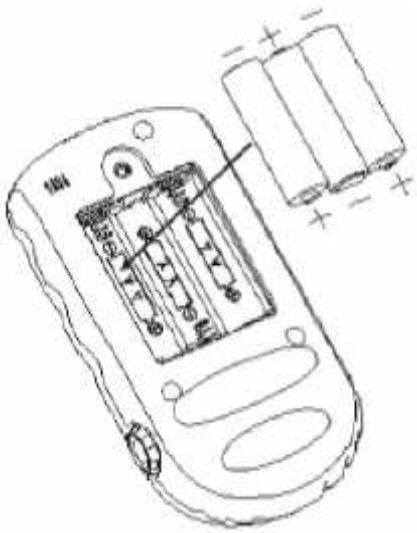

Figura 2-2
- Dacă sunt furnizate baterii alcalin (ne-reîncărcabile), atunci, conform marcajului de polaritate, introduceți bateriile AA în locașul destinat acestora, după cum este indicat în Figura 2-2.